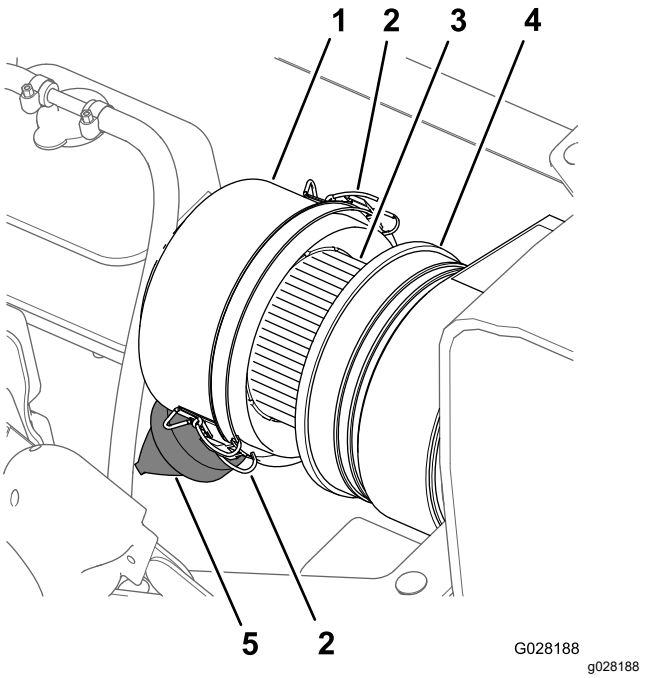

Рисунок 76
3. Очистите пылезащитную крышку и корпус воздухоочистителя (Рисунок 76).
4. Проверьте корпус воздухоочистителя на отсутствие повреждений, которые могли бы вызвать утечку воздуха (Рисунок 76).
5. Сожмите пылезащитный клапан, чтобы очистить его от загрязнений, пыли и мусора (Рисунок 76).
7. Проверьте элемент воздушного фильтра на чрезмерное скопление пыли, загрязнений и мусора (Рисунок 76).
8. Установите пылезащитную крышку на корпус воздухоочистителя и зафиксируйте ее двумя защелками (Рисунок 76).
2. Очистите пылезащитную крышку и корпус воздухоочистителя (Рисунок 76).
клапан влажной тканью (Рисунок 76 и Рисунок 77).